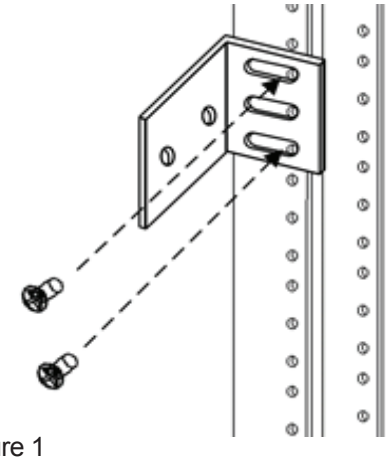

Figure 1
3) Using #12-24 (or other appropriately sized) rack mounting screws, attach (1) mounting bracket to rack rail. (Figure 1)